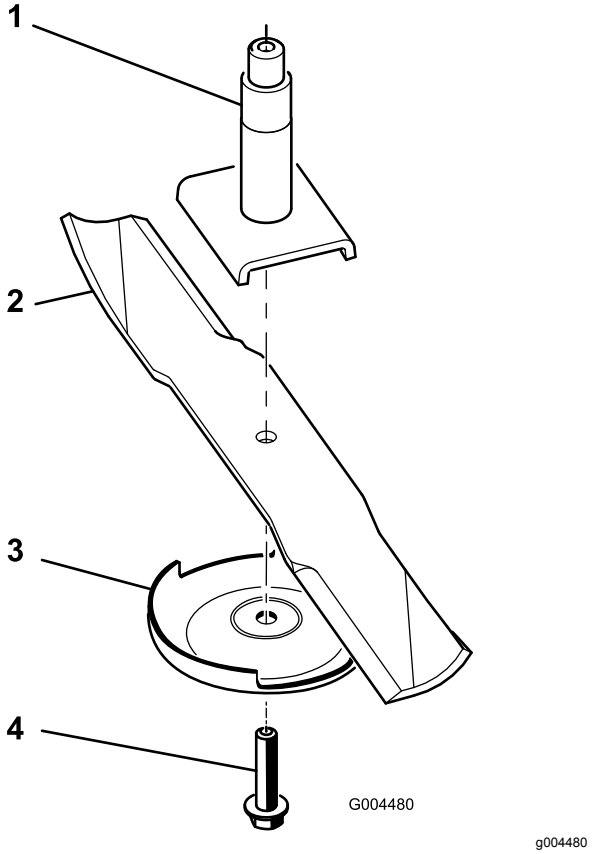

Figur 71
Merk: Hvis kniven holder seg i horisontal stilling, har den riktig balanse og kan brukes. Hvis kniven ikke er i balanse, files litt av metallet på enden av vingeområdet bort (Figur 71). Fortsett med dette helt til kniven er balansert.
1. Monter kniven på spindelakselen (Figur 71).
2. Sett inn antiskalperingsplaten og knivbolten (Figur 71).